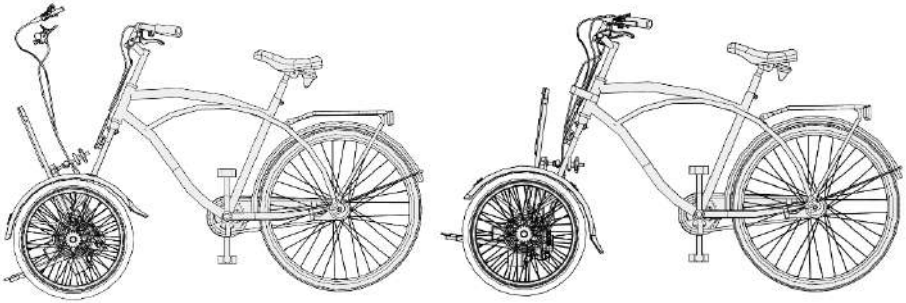

Abbildung 37 - Kippen des AddBike+
Einklemmgefahr! Achten Sie darauf, dass Ihre Finger beim Kippen nicht zwischen den Befestigungsflanschen und der Gabel sowie zwischen den Achsschenkelhaltern und dem Addbike+-Bausatz eingeklemmt werden. (siehe Abbildung 37).
- Nachdem Sie die Achse festgezogen und die Klemme positioniert haben, kippen Sie das AddBike+ nach hinten, bis die äußere Klemme (in horizontaler Position) in Kontakt mit der Gabel Ihres Fahrrads kommt (siehe Abbildung 37);
- Sobald das AddBike+ in Position ist (siehe Abbildung 37), empfehlen wir Ihnen, die Montageplatte in Position zu bringen. Die Montageplatte darf weder nach vorne noch nach hinten geneigt werden, um das bestmögliche Fahrerlebnis zu gewährleisten;
- Kippen Sie das AddBike+ nach hinten, bis der vordere Flansch (in horizontaler Position) mit der Gabel Ihres Fahrrads in Kontakt kommt (siehe Abbildung 37);